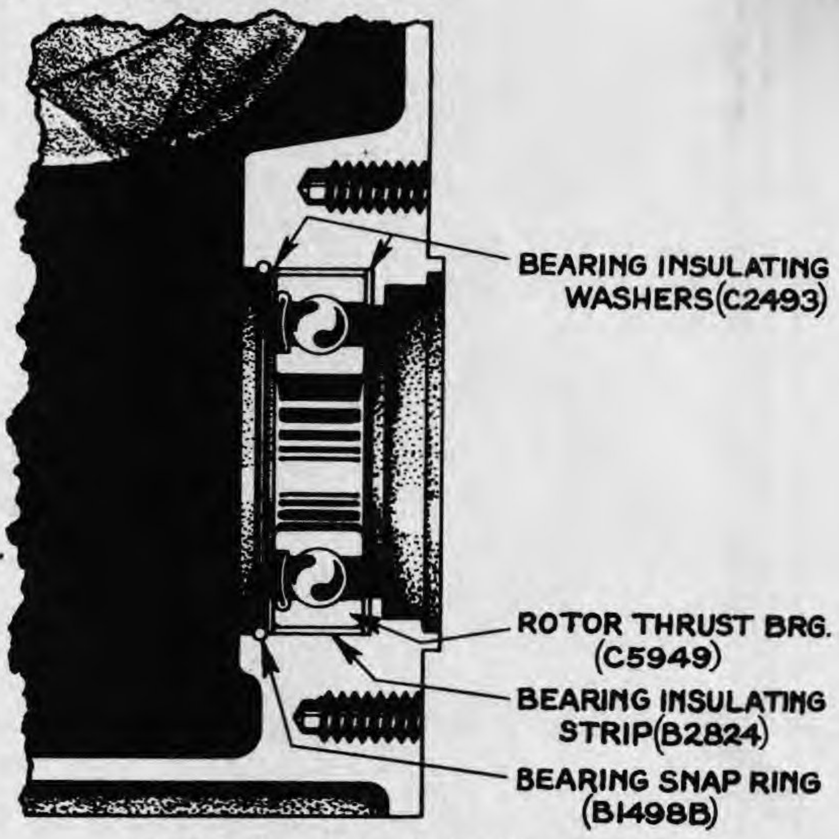

FIGURE 7 - THRUST BEARING MOUNTING
3. The first step in removing the thrust ball bearing is to release the bearing snap ring (B1498B), although for convenience the bearing insulating washer (C2493) may be pulled out, allowing easier access to the snap ring. Use a sharp screwdriver or knife in prying out the snap ring (Figure 7).